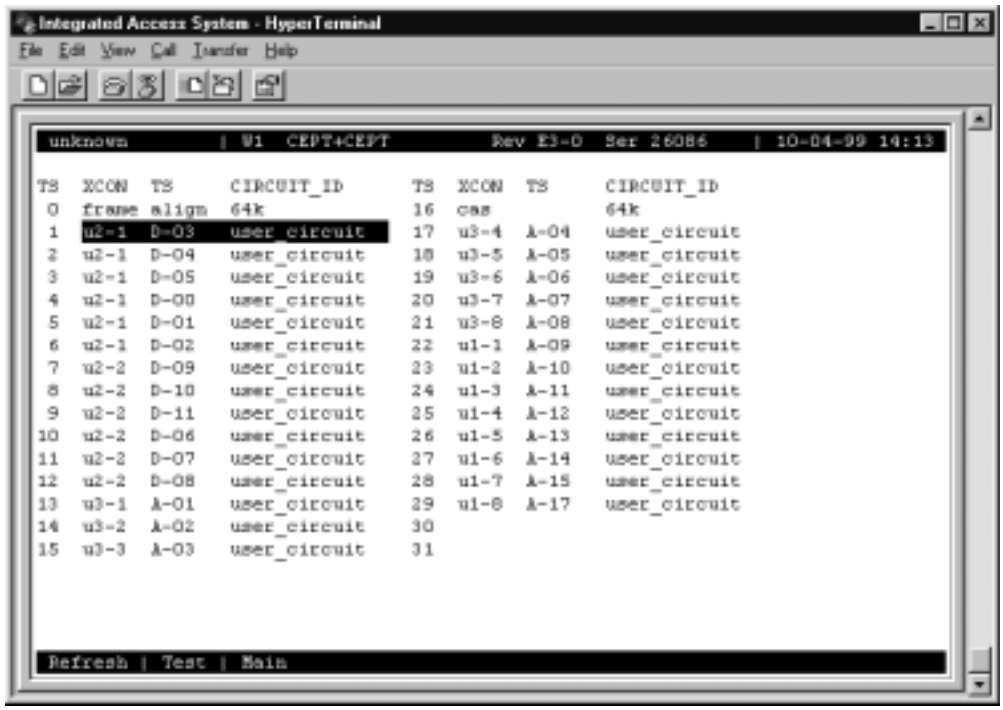
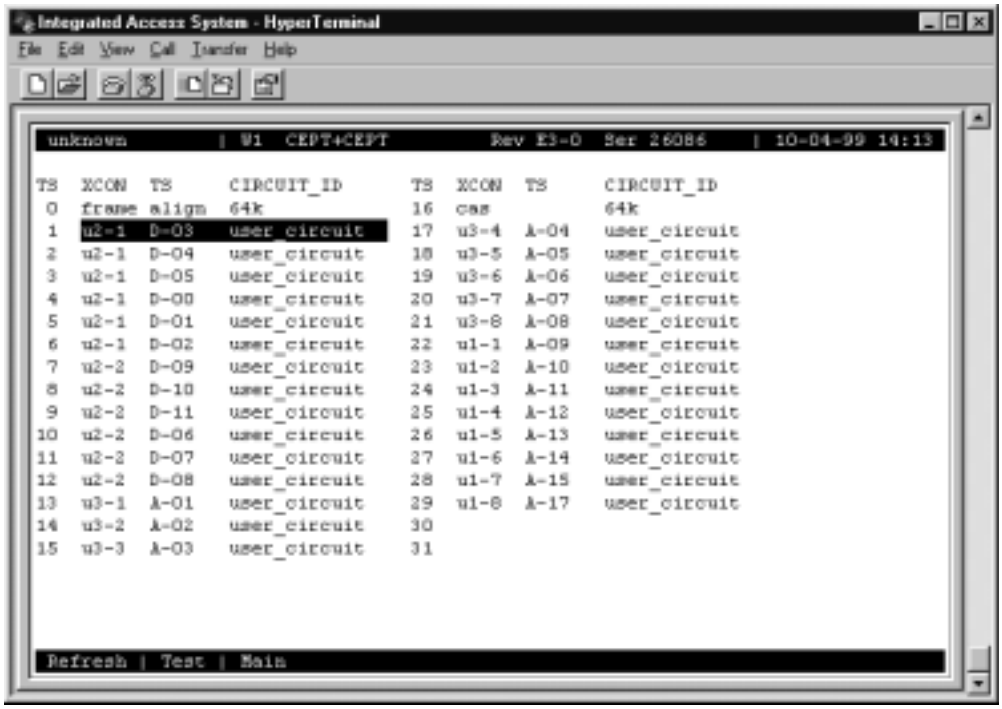

Figure 4-69.Typical Time Slot Screen for T1 Operation
Figure 4-70.Typical Time Slot Screen in E1 Operation
2. Type "**x**" (**Xcon**) to bring up the time slot screen (see Figure 4-69 for T1 operation and Figure 4-70 for E1 operation).
For E1 transmission (Figure 4-70), time slot 0 and 16 are not available for assignment on either the HSU table or the voice card time slots. Like T1 operation in **d/i** mode, unspecified time slots are **automatically** assigned to corresponding slots on the other WAN port on the same card.